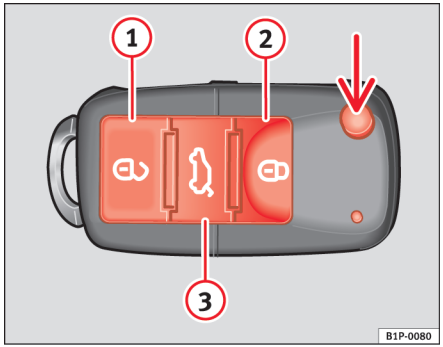

Fig. 62 Knapper på nøglen med fjernbetjening
Med knappen ⇒ fig. 62 (pil) på fjernbetjeningen kan du klappe nøglen ud.
Oplåsning af bilen ⇒ fig. 62 (1). Dørene og bagklappen bliver låst op.
Låsning af bilen ⇒ fig. 62 (2).
Oplåsning af bagklappen. Tryk på knappen ⇒ fig. 62 (3), indtil alle blinklygter på bilen blinker. Når du har trykket på oplåsningsknappen (3), kan du åbne bagklappen inden for 2 min. Når denne periode er gået, bliver bagklappen låst igen.
Desuden blinker nøglens batterikontrollampe ⇒ fig. 62.
– Tryk på knappen ⇒ side 96, fig. 62 på fjernbetjeningen.